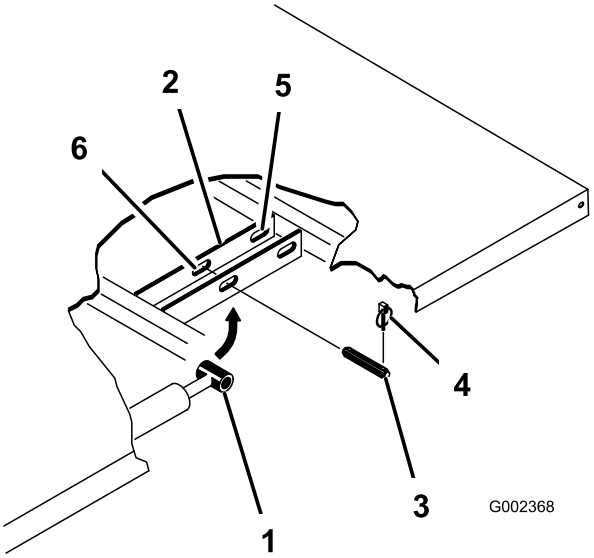

Figur 30
2. Tag ringstifterne af de yderste ender af cylinderstangens gaffelbolte (Figur 30).
3. Afmonter de gaffelbolte, der fastholder cylinderstangens ender til ladmonteringspladerne, ved at skubbe boltene indad (Figur 30).
4. Afmonter de ringstifter og gaffelbolte, der fastholder aksebeslagene på stelkanalerne (Figur 30)